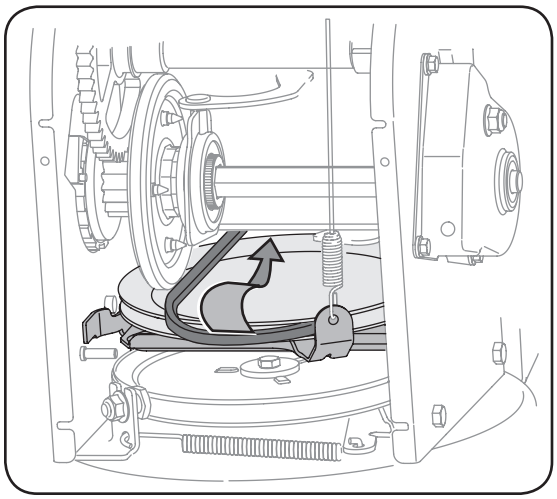

Figure 6-10
- Basculez doucement la souffleuse vers l'avant pour la faire reposer sur l'habitacle de la tarière. Voir la Figure 6-10.